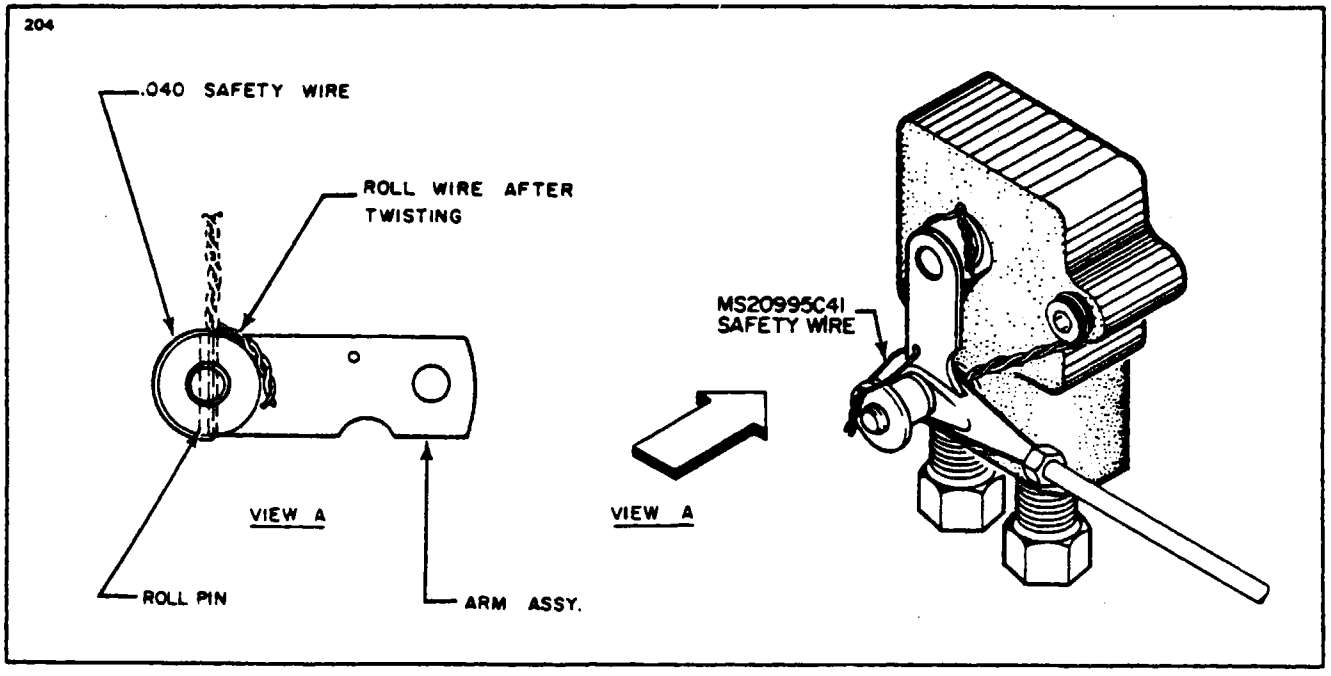
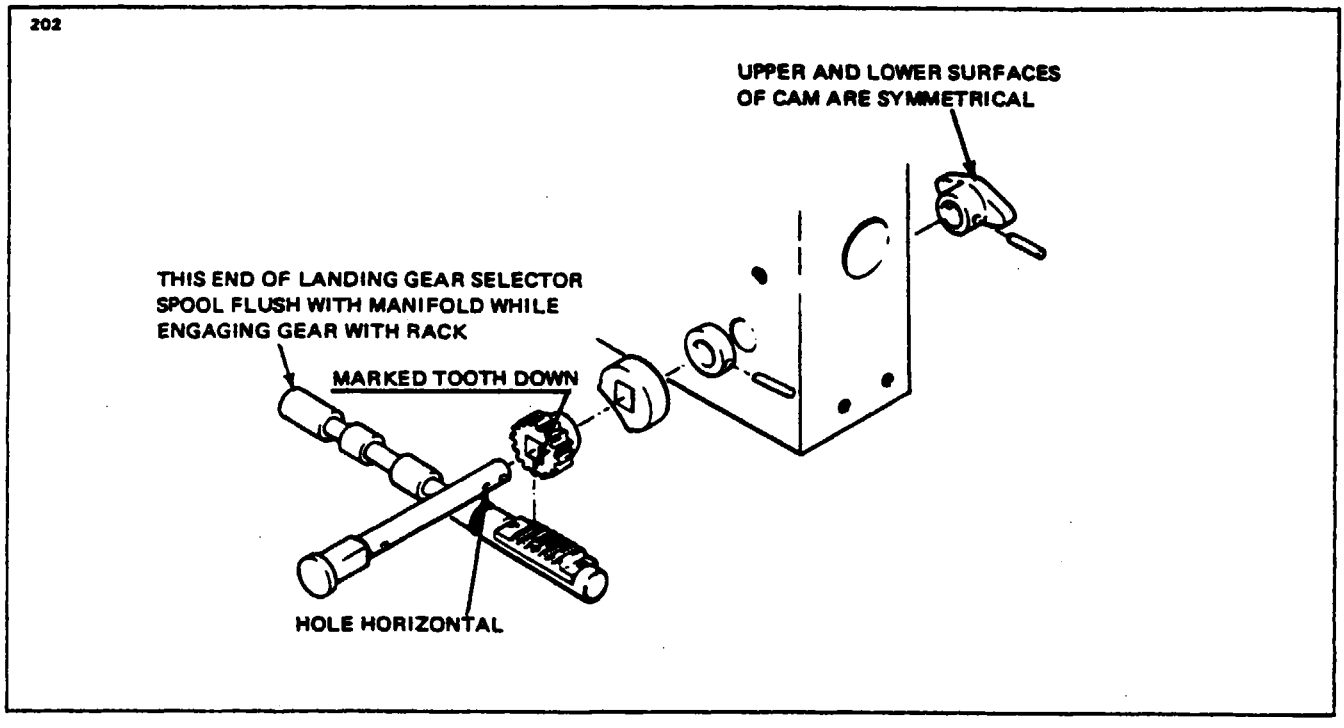

Figure 6-8. Safetying Control Arms (Ozone)
Figure 6-9. Timing of Selector Spool (Ozone)
a. If the landing gear handle shaft (1) or gear (2) was removed, the parts must be indexed and assembled as shown in Figure 6-9.
b. Lubricate the shaft (1); install the cam (3) and spacer (4) on the shaft, and insert the shaft into the Power Pack.
c. Install the return cam (5) with the roll pin (6). Both sides of the cam surfaces are identical. Check the landing gear handle shaft for freedom of movement in the Power Pack. Check for slight endplay in the shaft. If shaft binds, remove the cam and lap inside boss of cam to obtain slight endplay in the shaft with the cam installed.
e. Install the Power Pack control arm on the end of the shaft with the arm pointing down. Align the holes between the shaft and the arm assembly and install the roll pin. Install .040 safety wire through the roll pin and around half of the arm. Roll the twisted end of the safety wire around the other half of the arm assembly. (Refer to Figure 6-8.)
When installing the manifold, time the landing gear assembly to the rack on the selector spool as shown in Figure 6-9. Refer to the following steps if binding exists.